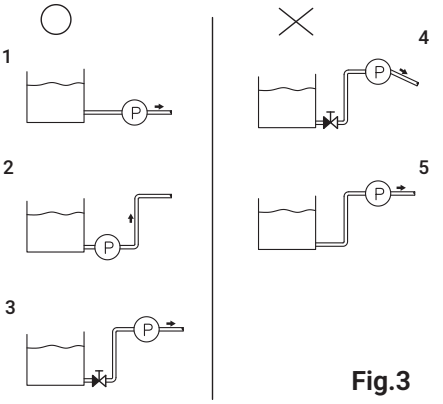

Fig.3
2.4 水平吸入管路及泵室必須避免空氣堵塞，當泵浦入口高於水源時必須於吸入管前端裝設止水閥。如圖 Fig.3。